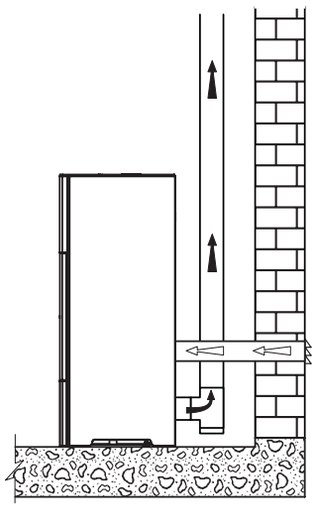

Fig. 5.6
- de relier l'entrée de l'air comburant du poêle à la prise d'air avec un conduit prévu à cet effet (fig. 5.6).